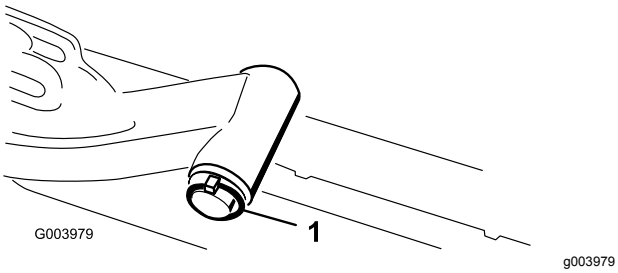

Figura 12
A. Retire o pino de sujeição e a anilha que prende o veio da articulação do braço de elevação ao braço de elevação e faça deslizar o veio para fora do braço de elevação (Figura 12).
C. Insira o veio do braço de elevação no braço de elevação e prenda-o com a anilha e o pino de sujeição (Figura 12).